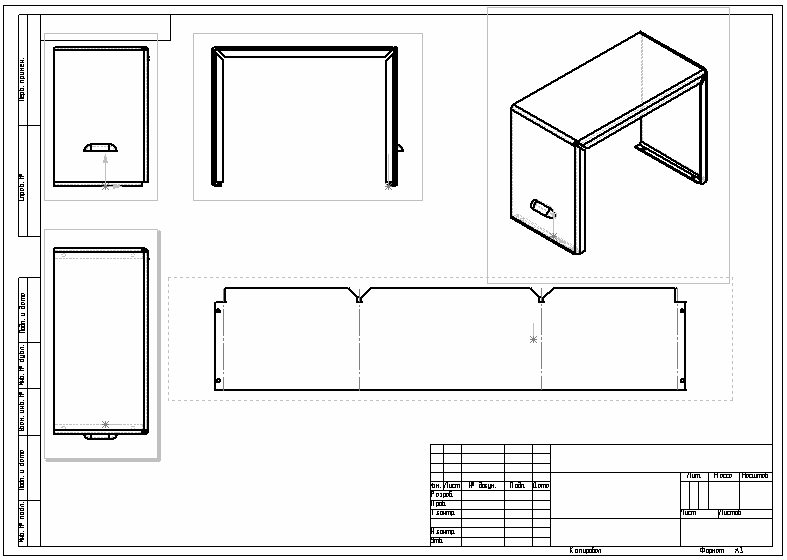

Рисунок 9.4 Чертеж детали с тремя видами, плоским массивом и изометрическим видом
4. Переместите предварительное изображение в нужное место, как показано на рис. 9.4. Если появится сообщение, запрашивающее, требуется ли